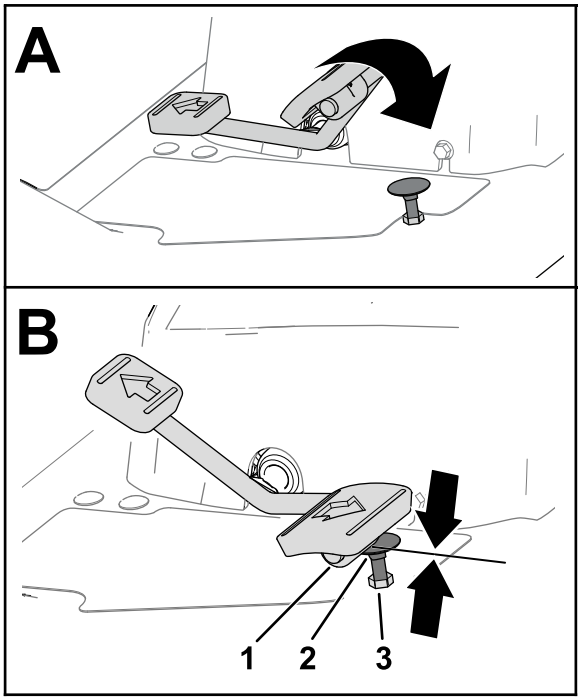
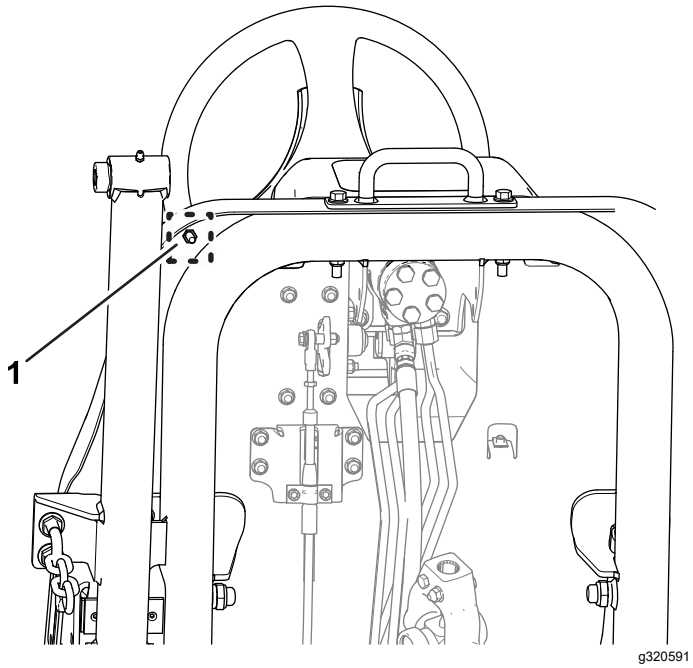

Figur 81
Figur 82
1. Flyt traktionspedalen helt fremad (Figur 81).
A. Hold traktionspedalstoppet (Figur 81) med en nøgle.
B. Løsn kontramøtrikken nederst på fodstøttepladen (Figur 82).
C. Sæt traktionspedalen i den fulde fremadgående position (Figur 81).
D. Mens du holder traktionspedalstoppet, skal du justere kontramøtrikken, der sidder ovenover fodstøttepladen (Figur 81), indtil traktionspedalen kommer i kontakt med stoppet.
F. Mens du holder traktionspedalstoppet, skal du tilspænde kontramøtrikken nederst på fodstøttepladen (Figur 81 og Figur 82) til 37 til 45 Nm.